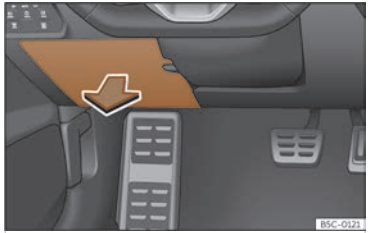

Fig. 203 Al tauler d'instruments del costat del conductor (volant a l'esquerra): tapa de la capsa de fusibles.
- *Obrir:* abaixeu la tapa de la guantera fins a baix de tot ››› **fig. 203**.